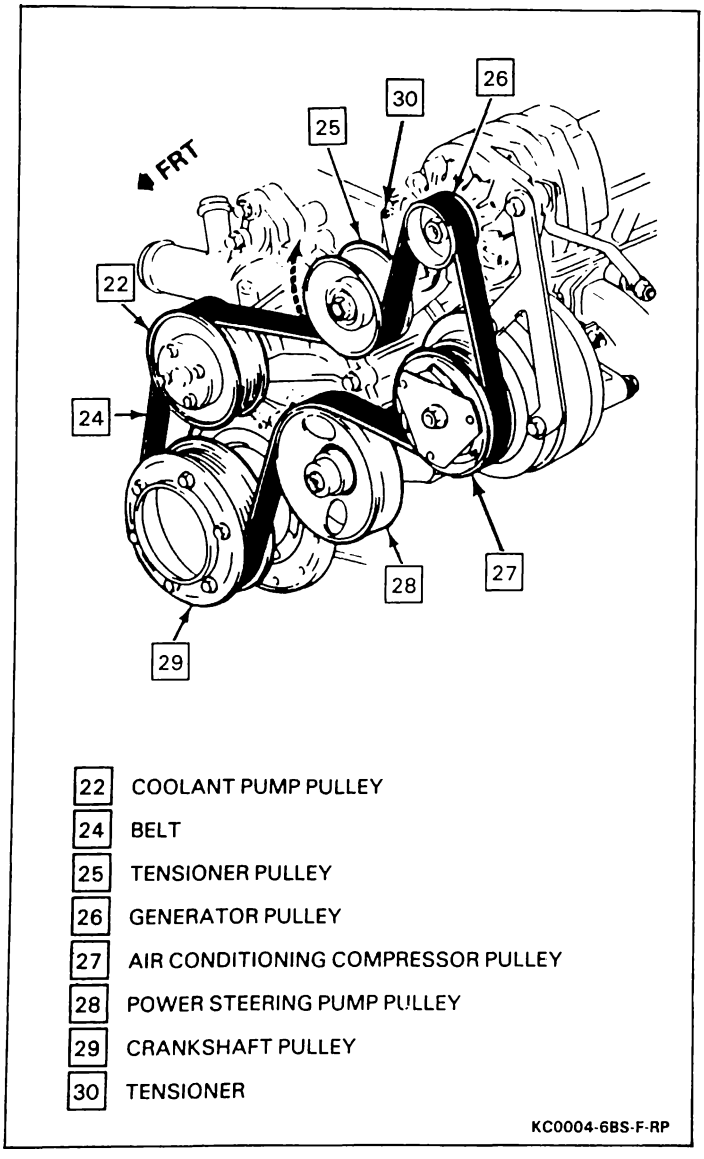

Figure 4 — Drive Belt Routing
- Rotate tensioner (30) up in the direction of the arrow as shown in Figure 4.
1. Serpentine drive belt (24) from all pulleys except crankshaft pulley (29).
2. Serpentine drive belt (24) from crankshaft pulley (29).